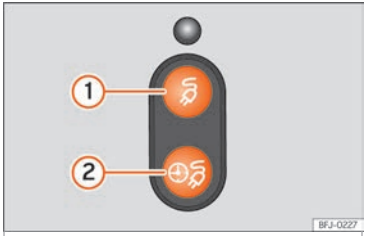

Fig. 224 Derrière la trappe de la prise de charge de la batterie : boutons de charge.
››› fig. 224
- Appuyez sur le bouton de charge immédiate ››› fig. 224 ①. Le connecteur de charge reste verrouillé.